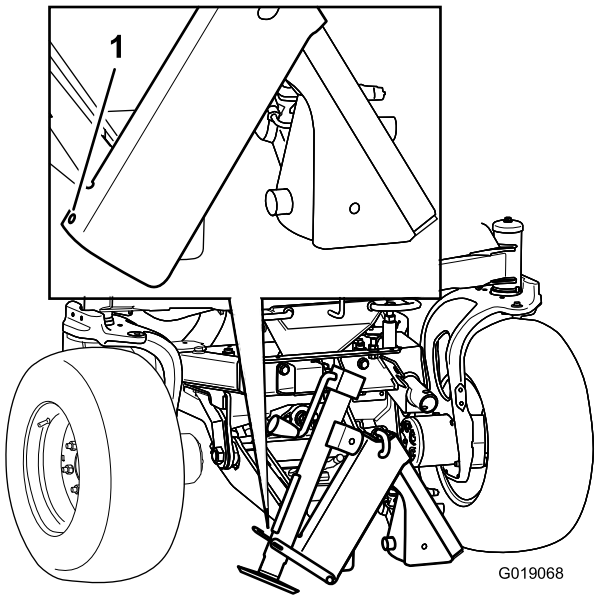
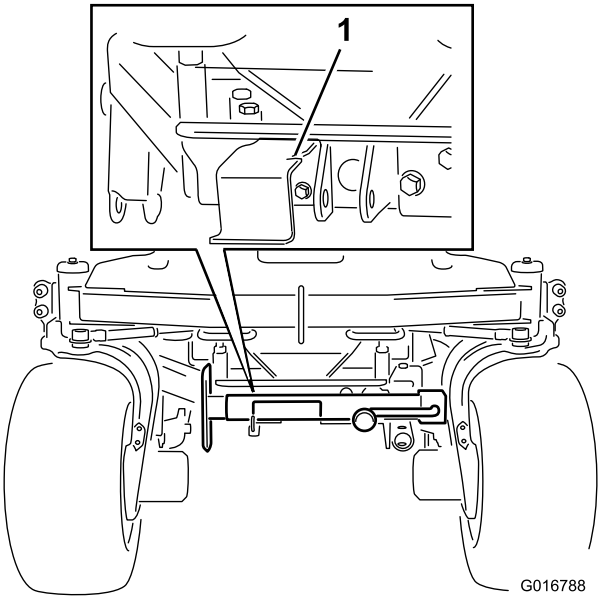

Figur 9
Figur 10
2. För in sprinten (visas inte) genom sidohålet på domkraftens nav och hålet i fliken, och fäst domkraften med gummilinan (Figur 9 eller Figur 10).